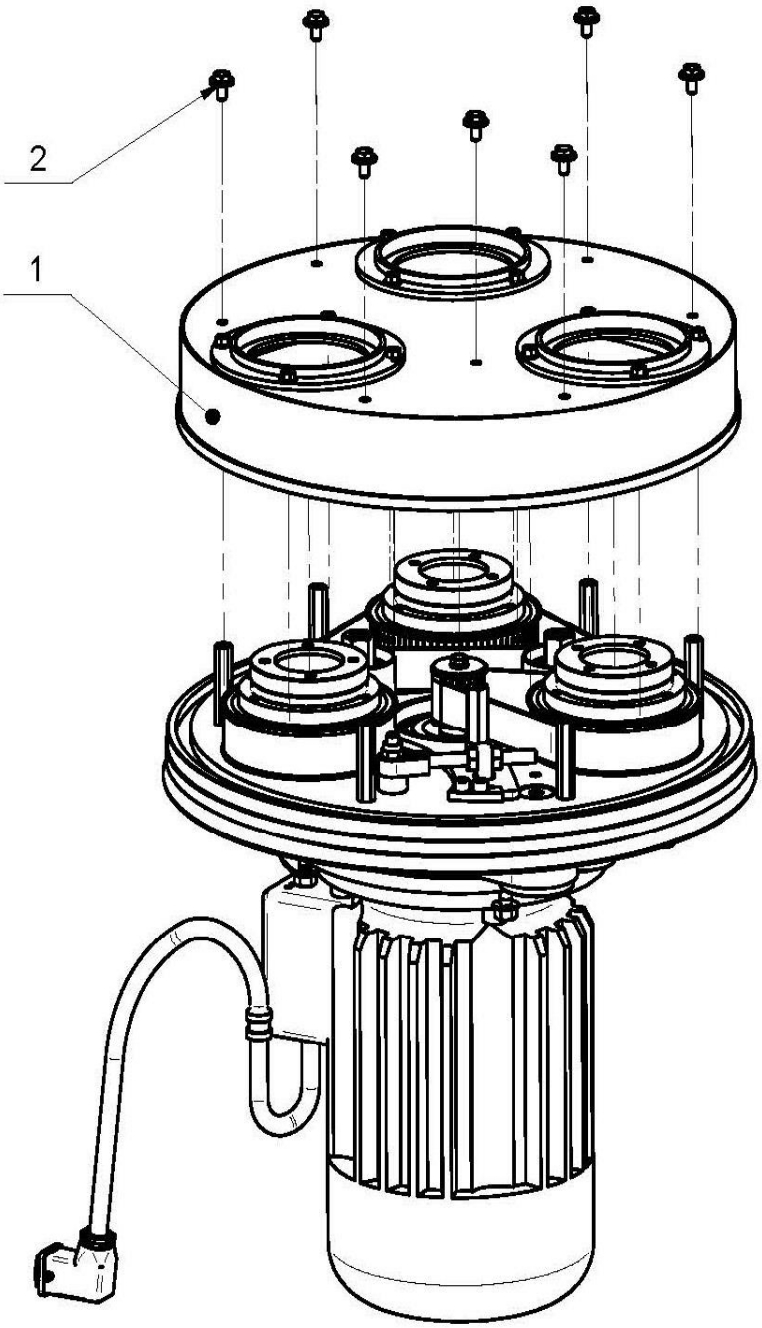

Figure 8.9.1
The transmission of the machine has one timing belt that rotates the three tool holders. To change the belt, remove all holders and adaptors. There will be sealing to remove as well. Carefully check any friction surfaces for wear, and replace if necessary. To remove the bottom cover (pos.1 Fig.8.9.1), unscrew the bolts (pos.2) on the front surface of the cover. While changing belts, it is recommended to change all seals (O-Rings and seal around cover).